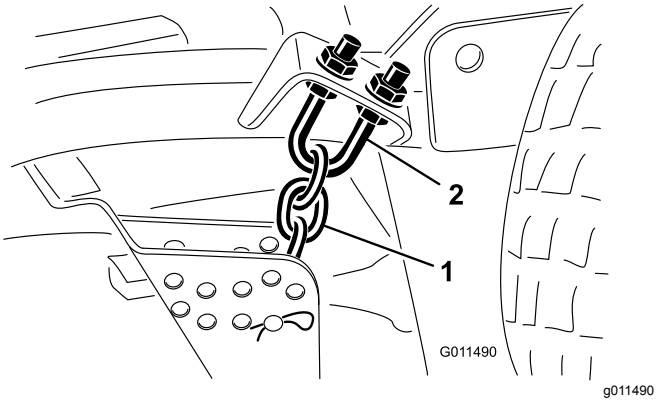

Figur 103
1. Løsn kontramøtrikkerne oven på eller under klippehøjdekædens bøjleskrue (Figur 103).